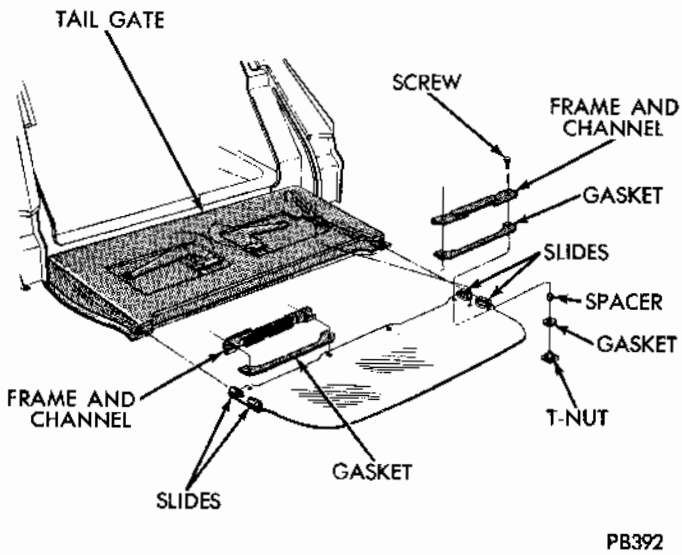

Fig. 12 - Tailgate Glass Attachment
(1) Support glass at bottom and remove glass to frame channel screws (Fig. 12).
(2) Slide glass up and out of tailgate.